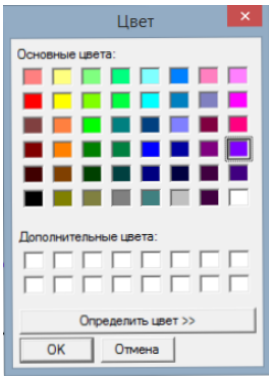

Рис. 14.5. Стандартное диалоговое окно **Цвет**
- выбрать цвет отображения каждой дисперсионной кривой с помощью стандартного диалогового окна **Цвет** (рис. 14.5), нажав соответствующую кнопку справа от номера моды;
- Изменение цвета фона выбранного окна с помощью кнопки **Цвет** в группе **Фон**. Выбор цвета производится в стандартном диалоговом окне **Цвет** (рис. 14.5). При нажатии на кнопку **Прим. ко всем** выбранный цвет фона устанавливается сразу во всех окнах.
- Изменение цвета линии с помощью кнопки **Цвет** в группе **Линия**. Выбор цвета производится в стандартном диалоговом окне **Цвет** (рис. 14.5). При нажатии на кнопку **Прим. ко всем** выбранный цвет линии устанавливается сразу во всех окнах.
производится нажатием на кнопку **Цвет** в этой же группе. Выбор цвета производится в стандартном диалоговом окне **Цвет** (рис. 14.5). Группа **Огибающая** доступна только для окна осциллограмм.
- изменение цвета значений параметра с помощью кнопки **Цвет шкалы**. Выбор цвета производится в стандартном диалоговом окне **Цвет** (рис. 14.5);
- изменение цвета фона оси с помощью кнопки **Цвет фона**. Выбор цвета производится в стандартном диалоговом окне **Цвет** (рис. 14.5).